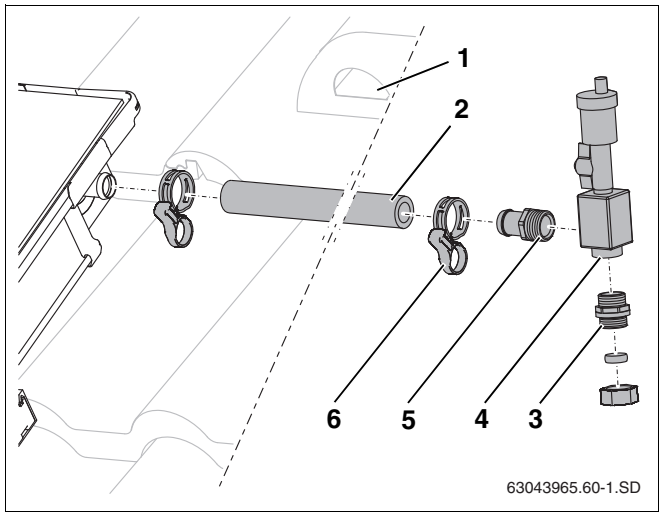

Рис. 54 Подключение шланга солнечного коллектора к штуцеру подающей линии
- Наденьте длинный шланг (1000 мм, рис. 54, **поз. 2**) на штуцер для подключения подающей линии и зажмите пружинным хомутом.
- Проведите шланг солнечного коллектора вместе с проводом датчика через черепицу с вентиляционным отверстием (рис. 54, **поз. 1**) и изоляцию кровли.
- Приверните наконечник R¾ с кольцом (рис. 54, **поз. 5**) и двойной ниппель с кольцом (рис. 54, **поз. 3**) к воздухосборнику (рис. 54, **поз. 4**).
- Вставить наконечник шланга до упора в шланг солнечного коллектора и закрепить пружинным хомутом (рис. 54, **поз. 6**).
- Подключите сборную линию к резьбовому соединению с зажимным кольцом (рис. 54, **поз. 3**).